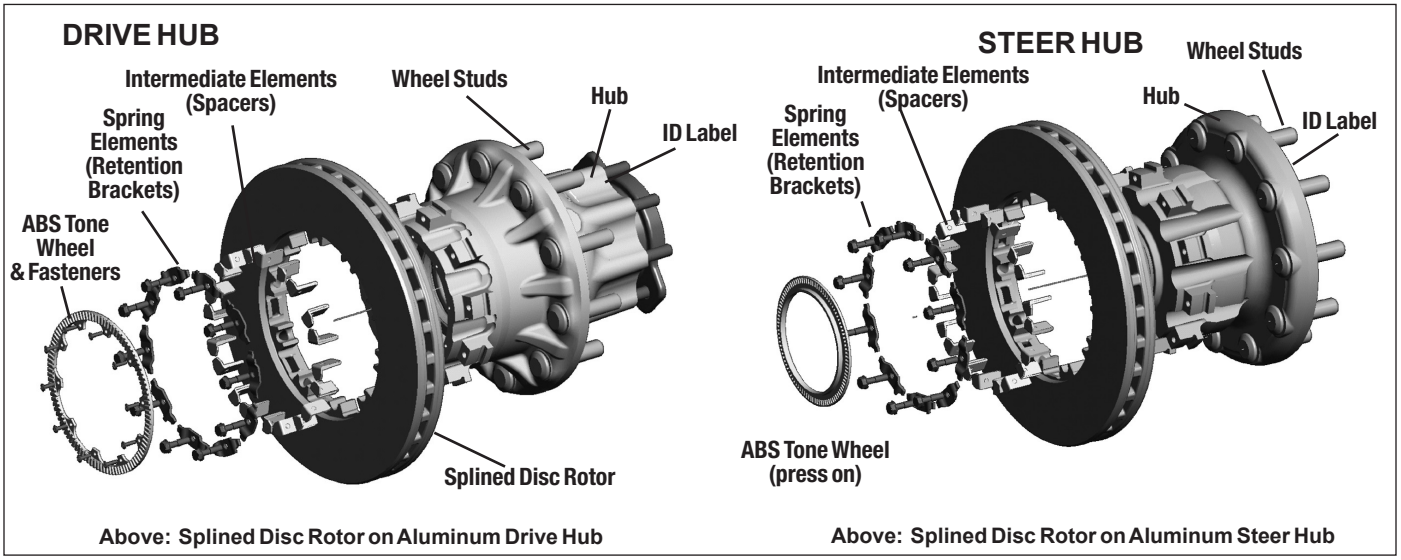

Figure 86 – Splined Disc Rotor Examples - Exploded Views
5.7.7 On drive axles, the ABS tone ring must also be removed. *(See Figure 86.)* Retain for reinstallation.